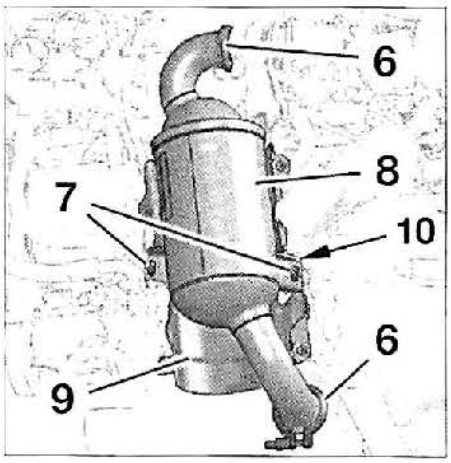

FIG. 42
- las abrazaderas de fijación (6) en el turbocompresor y en el tubo de escape **(fig. 42).**
- las tuercas de fijaciones de brida (7).
- el catalizador y filtro de partículas, según equipo (8)
- la pantalla térmica trasera (9).
- la brida de sujeción (10).